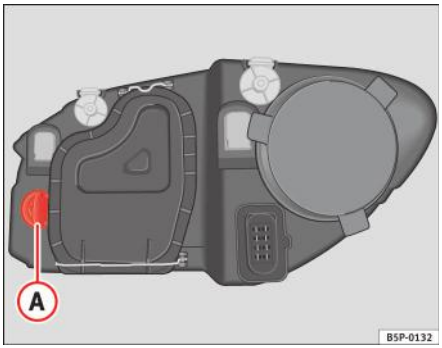

Fig. 163 Lămpi de semnalizare a schimbării direcției
– Rotiți soclul lămpii ⇒ fig. 163 (A) în sens antiorar şi trageți-l în afară.